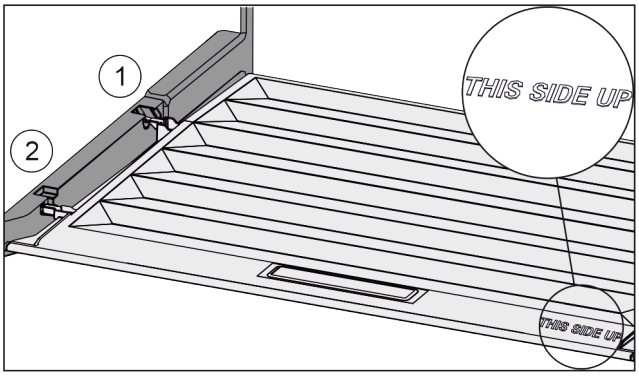

Fig. 28
▶ Вставить поперечные ребра крышки через отверстие заднего держателя *Fig. 28 (1)* и защелкнуть спереди в держателе *Fig. 28 (2)*.